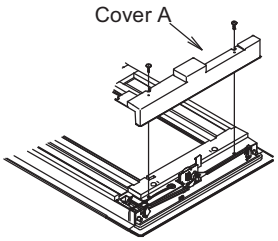

Fig. 8-19
(1) Remove the 2 screws and remove cover A from the back of the panel. (Fig. 8-19)